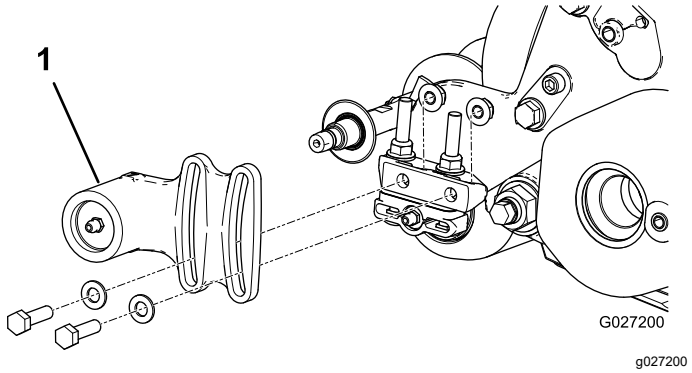
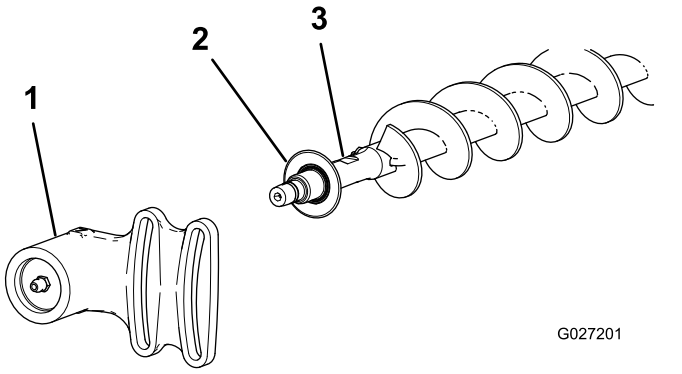

Rysunek 21
Rysunek 22
1. Jeżeli szczotka wałkowa jest już zamontowana do jednostki tnącej, odkręć 2 śruby z podkładkami i nakrętkami mocujące obudowę łożyska po stronie przeciwnej do napędu do wspornika montażowego obudowy łożyska (Rysunek 21 oraz Rysunek 22).
2. Zsuń obudowę łożyska i uszczelkę wargową z wałka szczotki (Rysunek 22).
9. Załóż na wał szczotki uszczelkę wargową i obudowę łożyska strony przeciwnej do napędu (Rysunek 22).